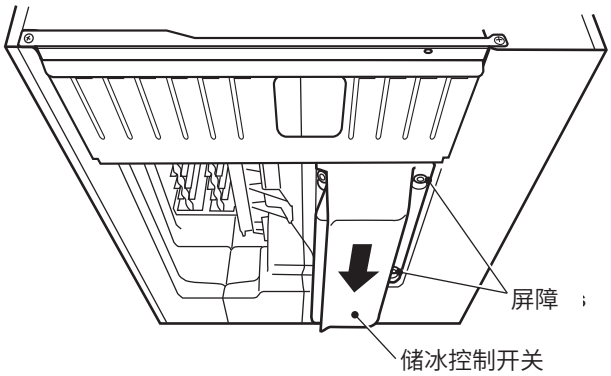

图 6
7) 向上拉储冰控制开关导线的同时,将储冰控制开关钩在右侧内壁上。然后,向上推储冰控制开关,并将其滑动至背部,直至其卡合到位。确保位于储冰控制开关右侧的槽孔牢牢固定在本机底部的套环上。请参见图6。